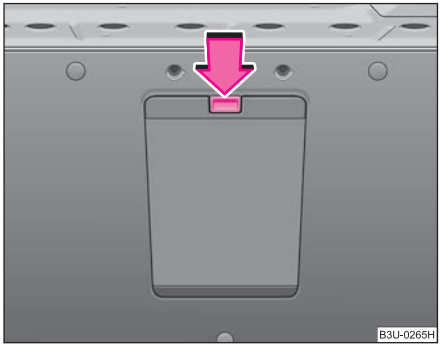

Fig. 73 Luggage compartment: cover for through-loading bag
– Press the unlock button for the cover of the through-loading bag ⇒ fig. 73 and swivel it down.